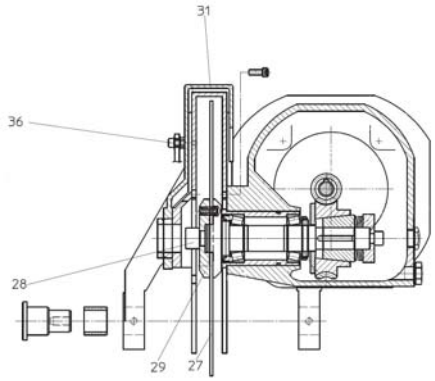

Abb. 10: Montage des Sägeblatts
Die Schraube [28] im Uhrzeigersinn abschrauben, den Flansch [29] herausziehen und das Sägeblatt aufsetzen. Dabei auf die richtige Position der Verzahnung achten! Drehrichtung siehe Pfeil auf dem Sägeblatt-Schutz [Abb. 10].
Schritt 2: Den Flansch [29] montieren und die Schraube [28] wieder anschrauben [Abb. 10].